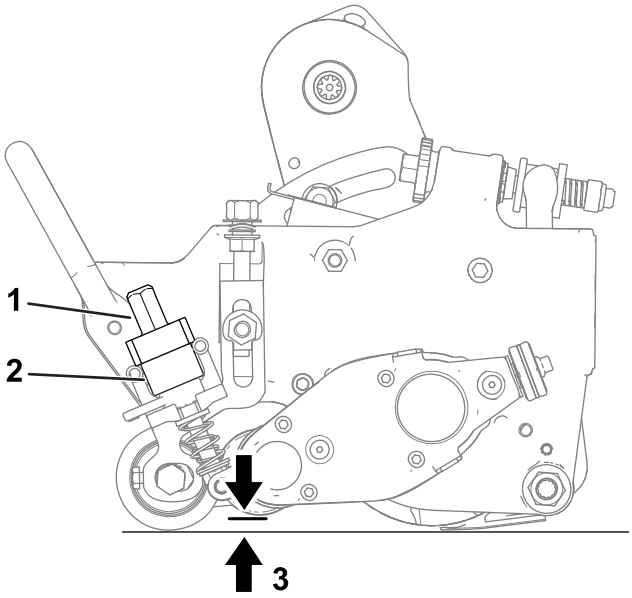

Figure 19
A. Ensure that the the quick-up levers (Figure 19) are in the OPERATION position (i.e., the lever points toward the front of the cutting unit).
B. At the end of the groomer reel, measure the distance from the lowest tip of the groomer blade to the working surface (Figure 19). Turn the height-adjuster knob (Figure 19) to raise or lower the tip of the groomer blade to the desired height.